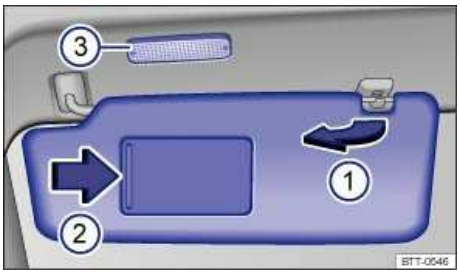

Fig. 86 In the headliner: Sun visor.
- Lift it out of the retaining clip ⇒ fig. 86 (1) and swivel it over toward the door.